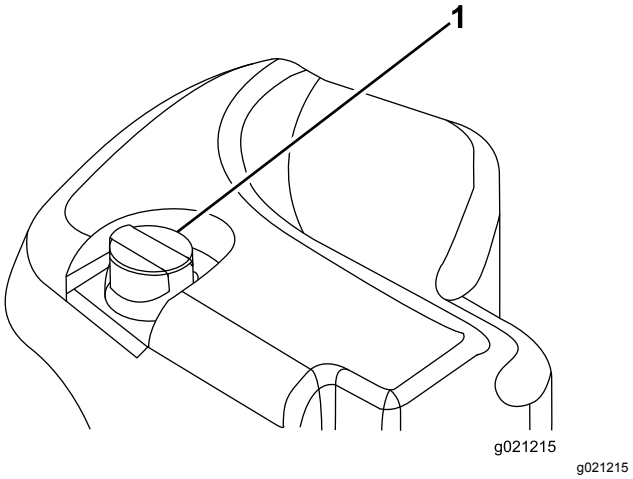

Figur 64
2. Gör rent omkring påfyllningsröret och hydraultanklocket (Figur 64).